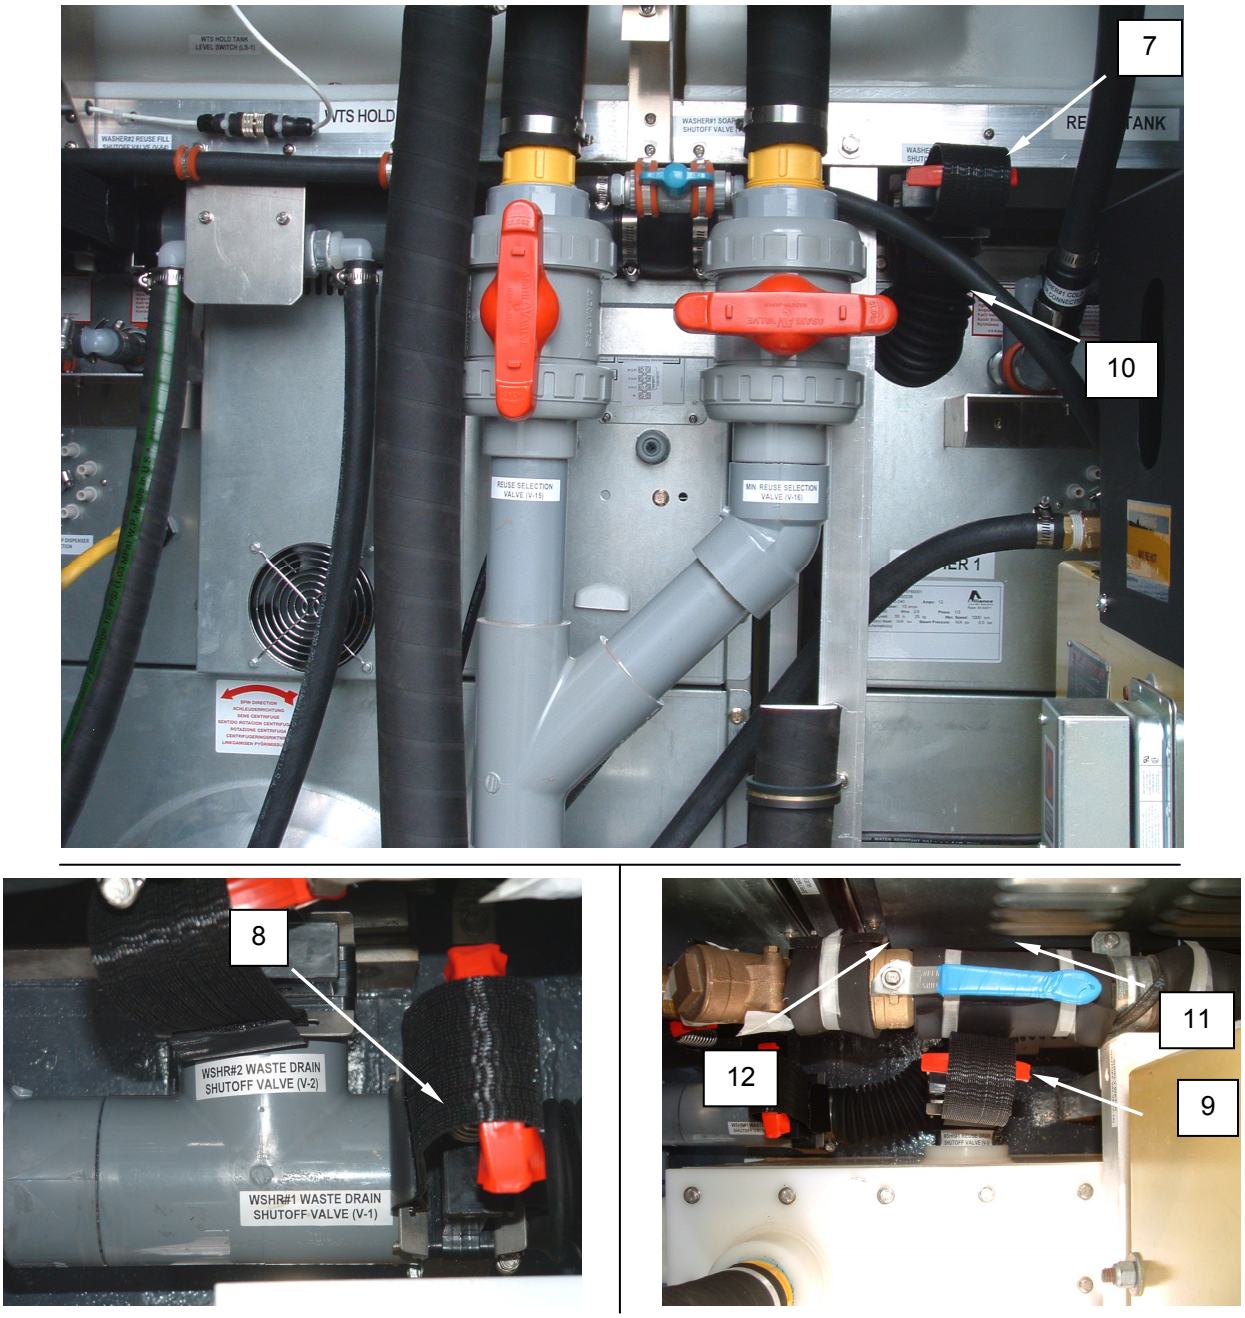

Figure 2. Closing Valves to Remove the Washer.
5. Close reuse fill shutoff valve V-63 **(Figure 2, Item 7)**, waste drain shutoff valve V-1 **(Figure 2, Item 8)**, and reuse drain shutoff valve V-3 **(Figure 2, Item 9)** for washer No. 1. Close V-64, V-2, and V-4 for washer No. 2.
6. Loosen clamps and remove the reuse fill line **(Figure 2, Item 10)**, main drain line **(Figure 2, Item 11)** and reuse drain line **(Figure 2, Item 12)**.